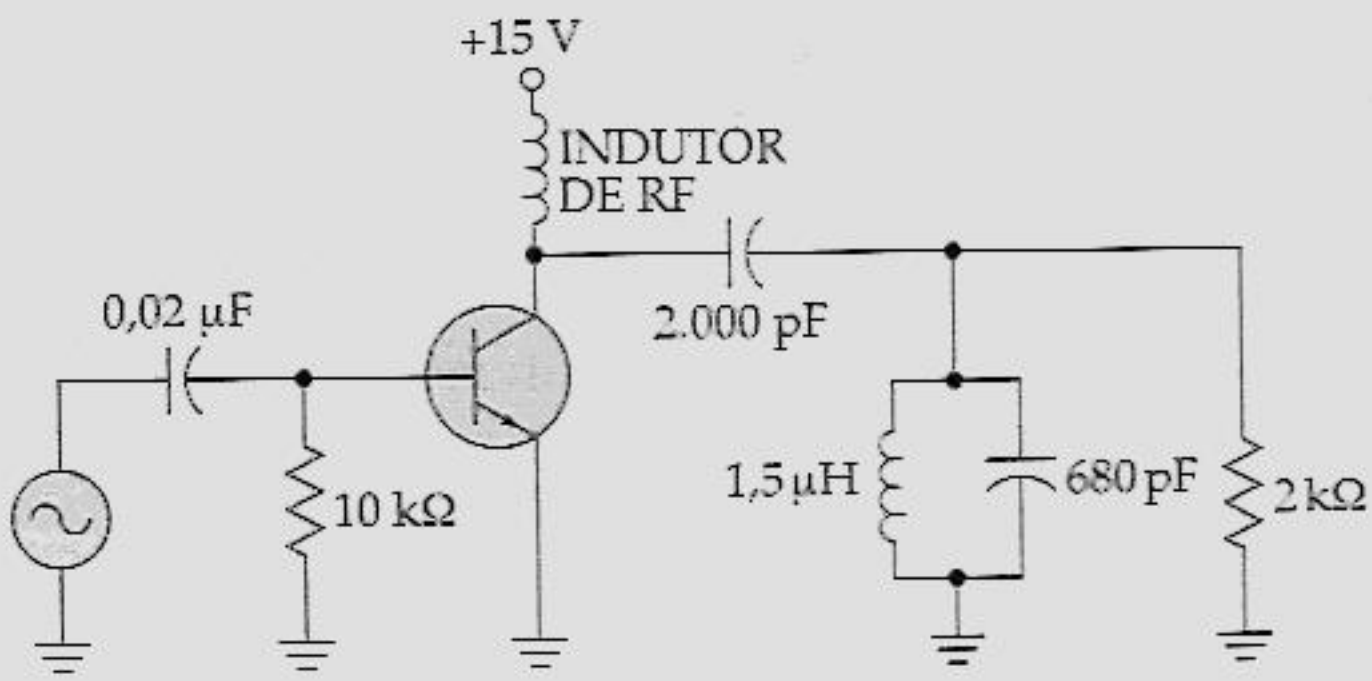

Figura 24.29
24.1 O indutor de RF do circuito da Figura 24.29 funciona como um circuito aberto para *ca* na freqüência de ressonância do circuito-tanque. Se o *Q* da bobina for 60, qual a freqüência de ressonância e a largura de banda?
24.2 Qual a constante de tempo do grampeador negativo da Figura 24.29? Qual o período do sinal de entrada se o circuito-tanque for sintonizado na freqüência de entrada?
24.3 Se o sinal de entrada da Figura 24.29 tiver um valor de pico a pico de 10 V, qual a tensão *cc* sobre o diodo-emissor?
24.4 O transistor da Figura 24.29 conduz durante 30° do ciclo *ca*. Qual o valor do ciclo de trabalho?
24.5 Se o *Q* da bobina do circuito da Figura 24.29 for 75, quais são as potências máximas na carga e na bobina?
24.6 Na Figura 24.29, se a dissipação de potência do transistor for de 5 mW, qual a corrente absorvida e qual a eficiência do estágio?
24.7 Se o circuito-tanque da Figura 24.29 estiver sintonizado no terceiro harmônico do sinal de entrada, qual a freqüência de entrada?
24.8 Na Figura 24.29, qual a reatância capacitiva do capacitor de 2.000 pF na freqüência de ressonância do circuito-tanque?